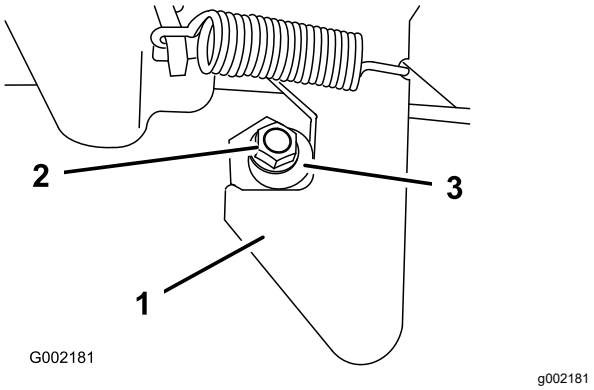

Figuur 68
1. Draai de borgmoer op het uiteinde van de vergrendelstang los (Figuur 68).
2. Draai de vergrendelstang rechtsom tot deze stevig tegen het gehaakte gedeelte van de vergrendeling aandrukt (Figuur 68).